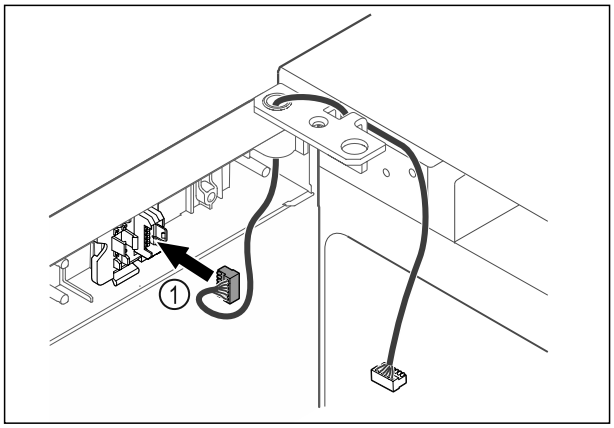

Fig. 41
▶ Вставьте штекер *Fig. 41 (1)* в держатель.